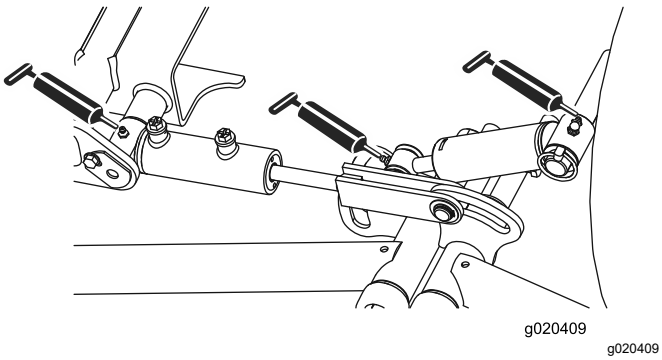

Figuur 42
- Draaipunten en hefcilinders voorste hefarm (3 elk); zie Figuur 42.